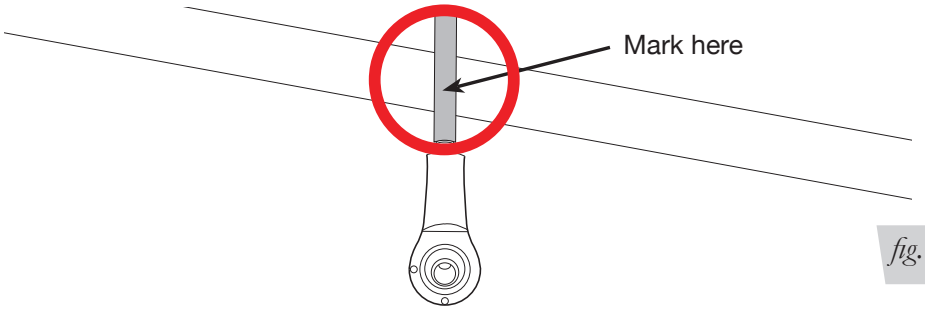

*fig. 26*
5. If shortening the rod linkage is necessary, mark the rod cover where the mounting location intersects with the intended mounting location (fig. 26).